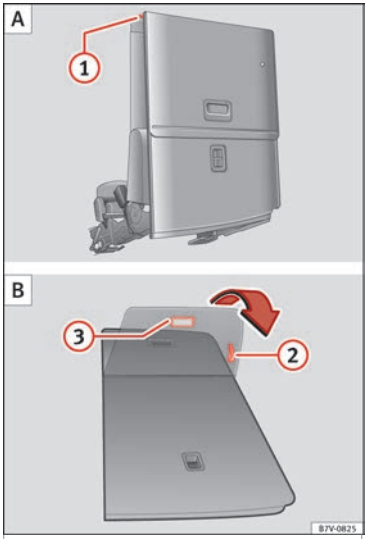

Afb. 163 Derde zitrij: achterbank voor lading neerklappen A en opnieuw omhoogklappen B.
- Trek indien nodig de hendel ››› afb. 163 (2) omhoog om de hoedenplank in de gewenste stand te zetten.
- Trek de greep ››› afb. 163 (1) omhoog en klap de rugleuning naar voren. De achterbank wordt naar voren geklapt ››› ⚠ en de zitting wordt ook naar voren verplaatst.
- Trek aan de greep ››› afb. 163 (2) om de hoedenplank van de achterbank op zijn plaats terug te zetten.
- Trek aan de greep ››› afb. 163 (3). De volledige stoel wordt naar achteren geklapt.